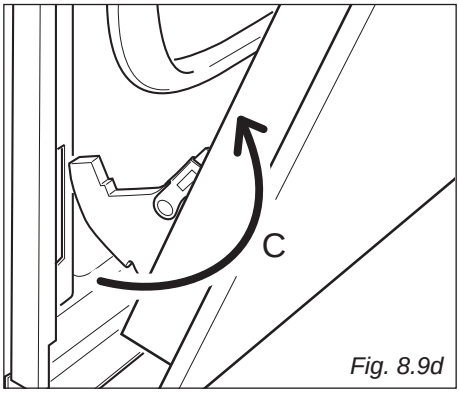

Fig. 8.9d
- Withdraw the hinge hooks from their location following arrow "**C**" (fig. 8.9d).